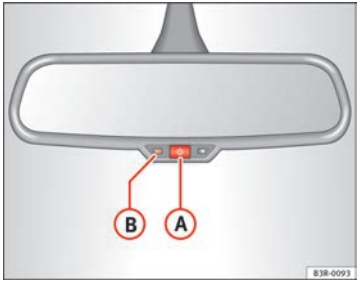

Fig. 102 Interior mirror with anti-dazzle setting: Indicator lamp and on/off switch ▶
– Press button (A) ⇒ Fig. 102. Indicator lamp (B) goes off.
– Press button (A) ⇒ Fig. 102. Indicator lamp (B) turns on.